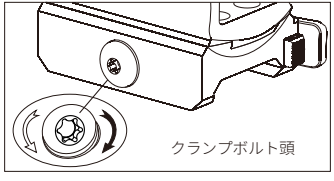

図4-2
1)マウント側のクランプ調整ボルトの端にトルクスソケットが1つあります（図4-2参照）。取り付け前に、付属のトルクスレンチでボルトを緩めてクランプを外します。